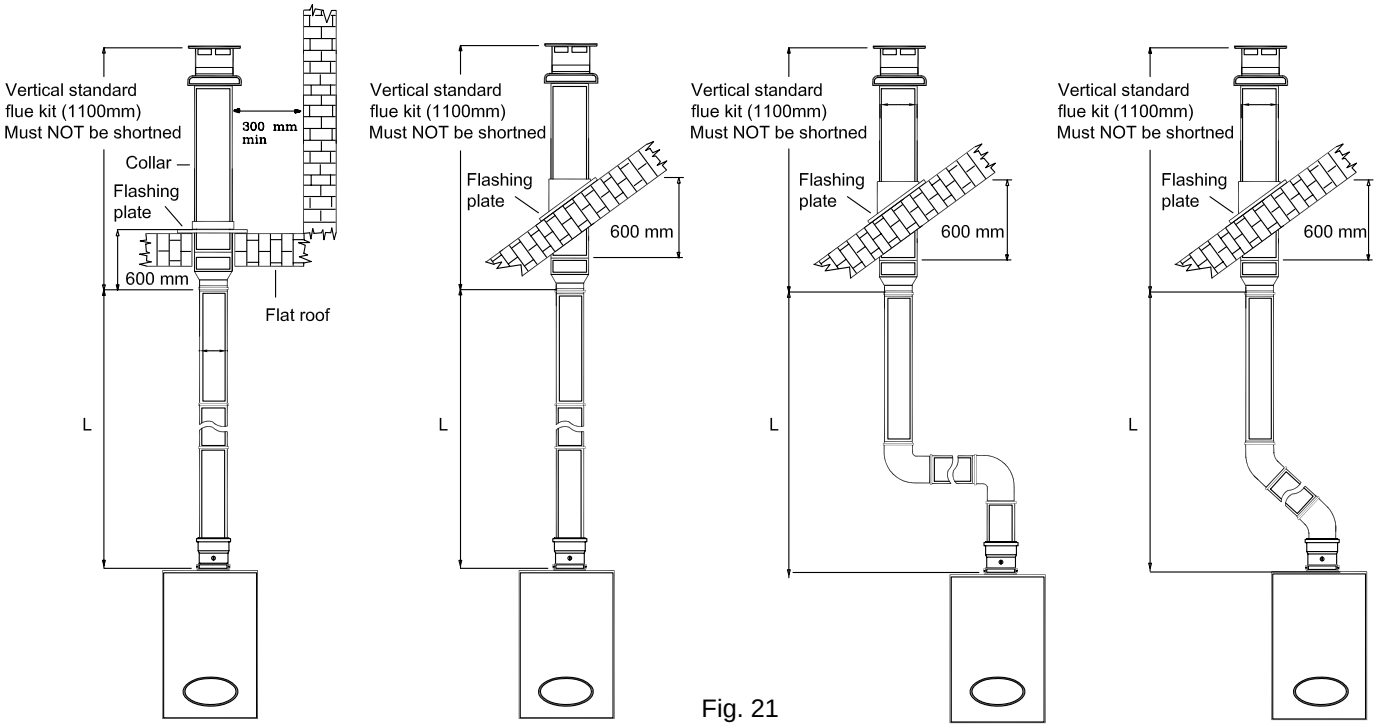

Fig. 21
- Ensure that the maximum permissable flue length is not exceeded (Fig. 21 and table 3).